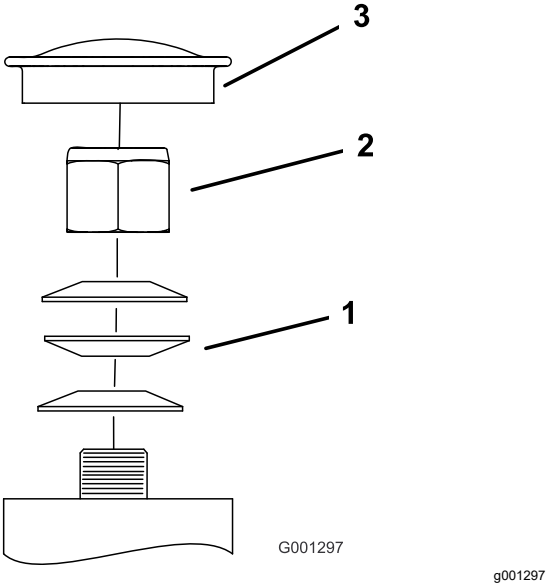

Figur 75
3. Fjern støvhetten fra styringen og trekk til låsemutteren (Figur 75).
4. Trekk til låsemutteren inntil fjærskivene er flate og gå deretter tilbake ¼ omdreining for å stille forbelastningen på lagrene korrekt (Figur 75).
Viktig: **Påse at fjærskivene er montert korrekt slik det vises i Figur 75.**
5. Sett på støvhetten (Figur 75).